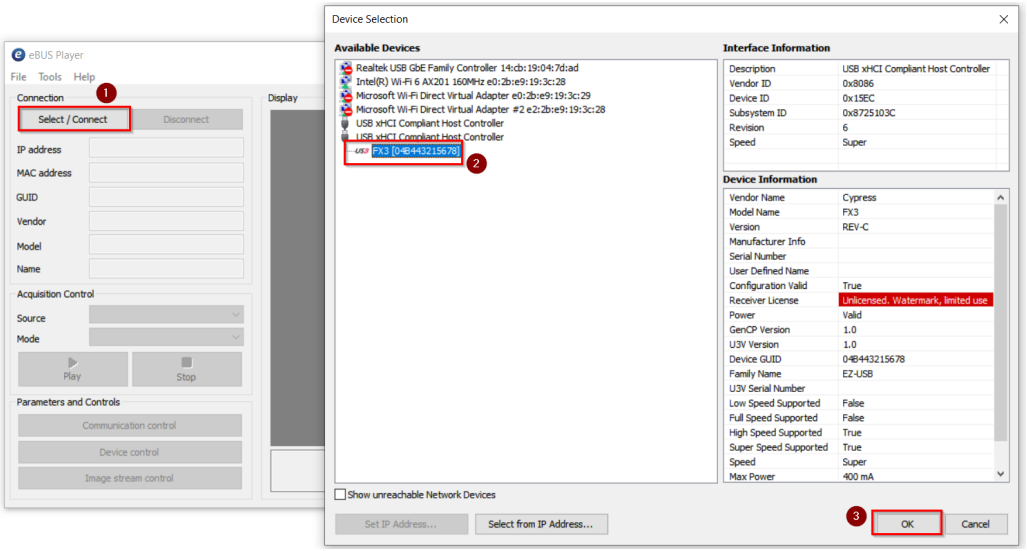

Figure 11 Selecting USB3 Vision device in eBUS Player application
5. Click Select/Connect from the eBUS Player. Check if FX3 is detected as shown in **Figure 11**.